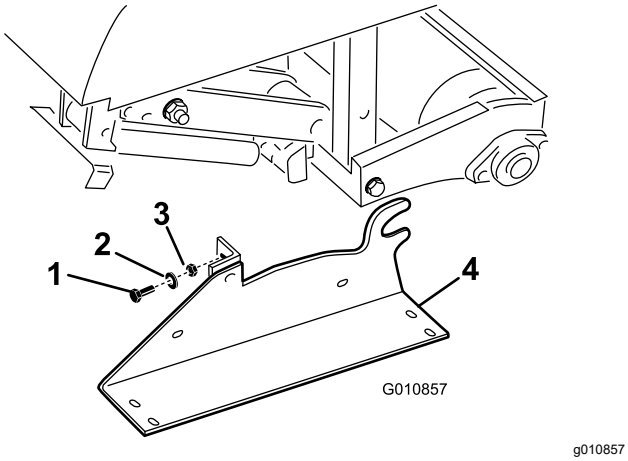

Figura 31
2. Rimuovete i bulloni, le rondelle di bloccaggio e i dadi che fissano i supporti di rimessaggio sulle estremità dell'arieggiatore (Figura 31).